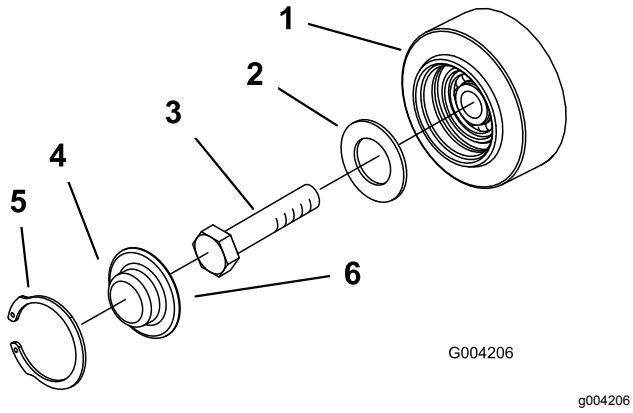

Figur 51
3. Ta bort låsringen och hatten från väghjulet (Figur 51).
4. Kontrollera smörjningen under hatten och runt packningen (Figur 51). Om den är smutsig, sandig eller förbrukad gör du rent så att allt fett försvinner, byter packningen och smörjer igen.